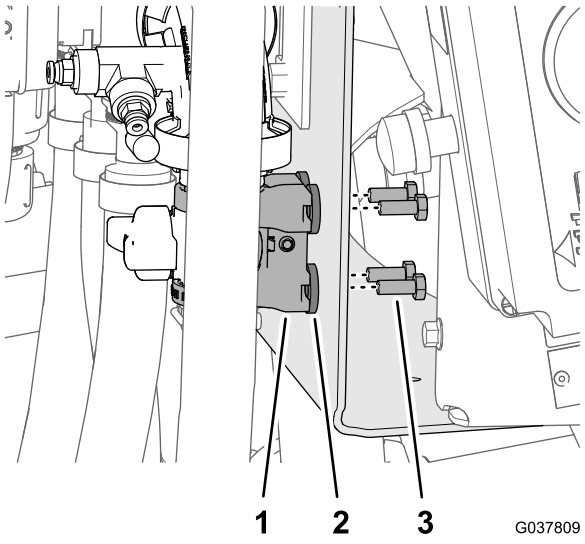

Figuur 92
4. Monteer de nylon beugel en ringen op de klepbevestiging; gebruik 4 bouten (6 x 16 mm) zoals afgebeeld in Figuur 92.